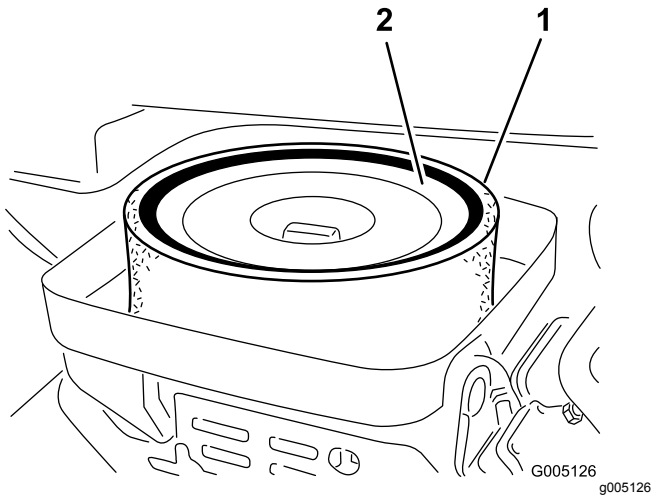

Figuur 45
3. Als het schuimelement vuil is, moet u dit verwijderen van het papierelement (Figuur 45) Dit moet grondig worden gereinigd. Ga hierbij als volgt te werk: